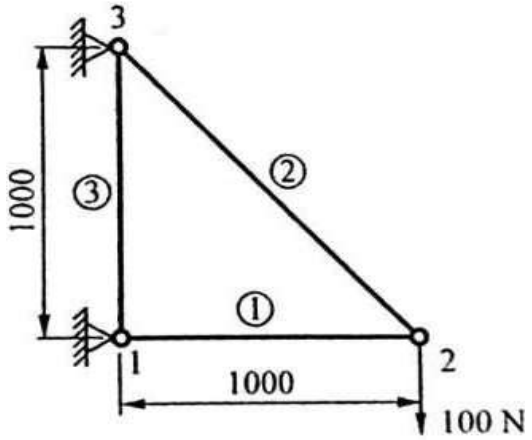

Fig. 5
Q.4 **(a)** Fig. 5 shows a truss consisting of three elements whose AE/L value is 1000 N/mm. Calculate the deflection at node 2. **07**